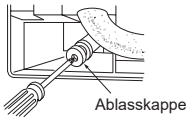

Abb. 3
4) Bringen Sie die Ablasskappe in dem Bereich an der Rückseite des Innengerätes an, an dem der Ablaufschlauch angeschlossen werden soll. (Abb. 3)